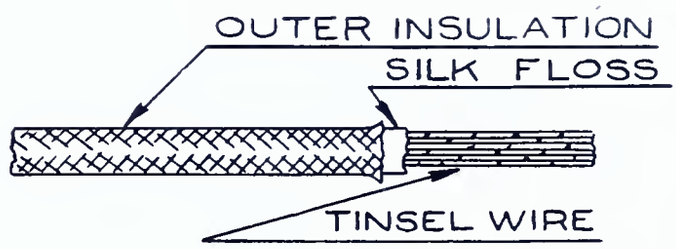

FIG. 11
1. Remove insulation by cutting with diagonal cutters, exposing $\frac{1}{2}$" of tinsel wire as in Fig. 11.